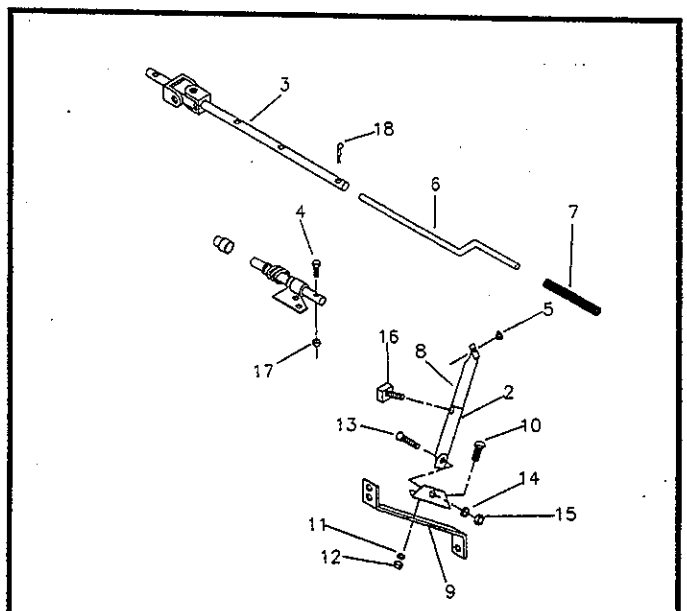

FIGURE 4
g) Install the anchor angle (fig.4, item 1) on the right hand hitch arm (fig.4, item 9) using two 3/8" x 1 1/4" bolts, lockwashers and nuts (fig.4, item 10-11-12). Tighten securely.
h) Install anchor tube (fig.4, item 2) on angle (fig.4, item 1) so that tube leans toward snowblower using a 3/4" x 1 1/2" bolt , lockwasher and nut (fig.4, item 13-14-15).
i) Insert handle support (fig.4, item 8) inside anchor tube (fig.4, item 2). Adjust the support haight has needed and cut if necessary. Secure loosely with a 3/8" x 5/16" square head set screw (fig.4, item 16).
j) Assemble tube with U-joint (fig.4, item 3) inside rotation worm, align holes and insert a 10-24 x 1" capscrew (fig.4, item 4) from larger hole side of worm (so that of capscrew sinks in worm). Secure with a nylon lock nut (fig.4, item 17).
k) Install the plastic grommet (fig.4, item 5) in the handle support.
l) Pass the handle (fig.4, item 6) through the grommet (fig.4, item 5) and inside the rotation tube (fig.4, item 3). Select length, align nearest holes and secure with a 5 mm x 100 mm hair pin (fig.4, item 18).
m) Adjust handle position and height to a comfortable and safe operating position after the snowblower has been mounted to the tractor. Tighten set screw (fig.4, item 16) on anchor tube and the 3/4" x 1 1/2" bolt (fig.4, item 13).
n) Install plastic handle (fig.4, item 7) over rotation handle.